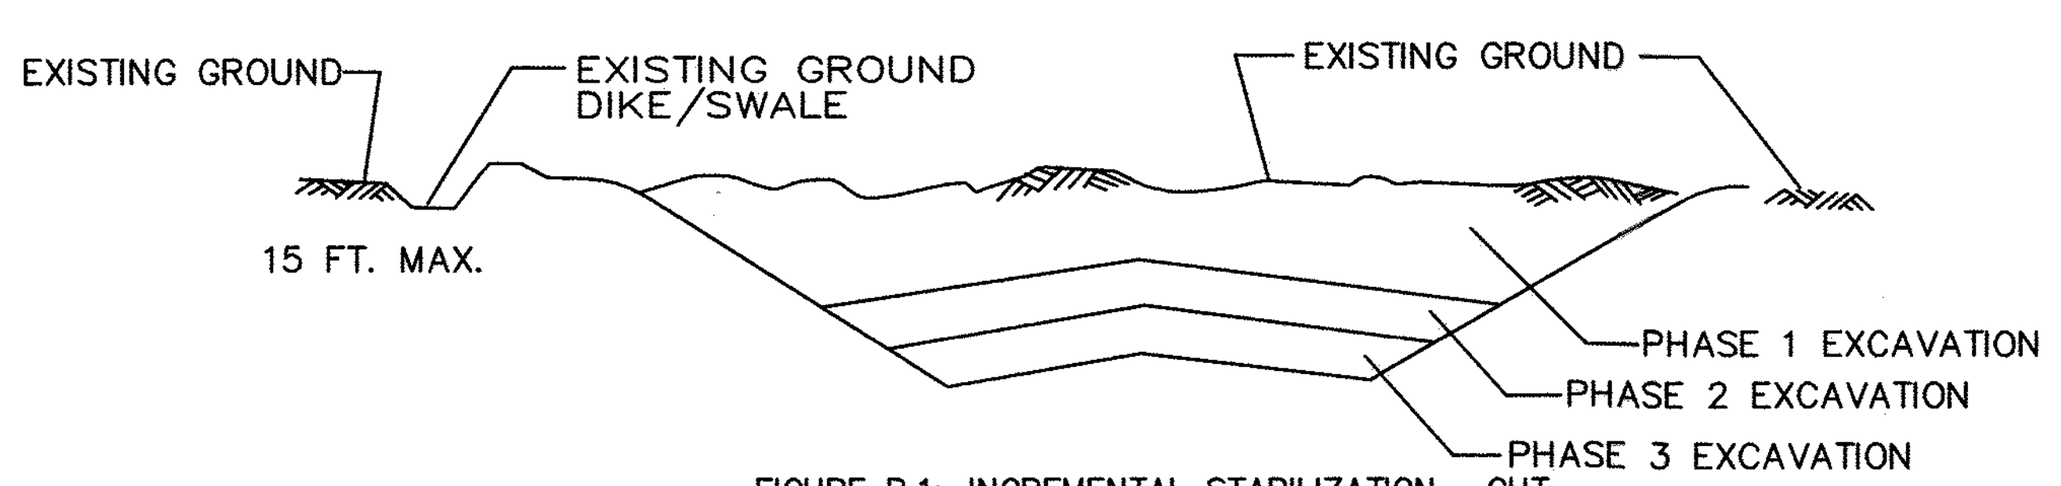

FIGURE B.1: INCREMENTAL STABILIZATION . CUT
2. CONSTRUCTION SEQUENCE EXAMPLE (REFER TO FIGURE B.1):